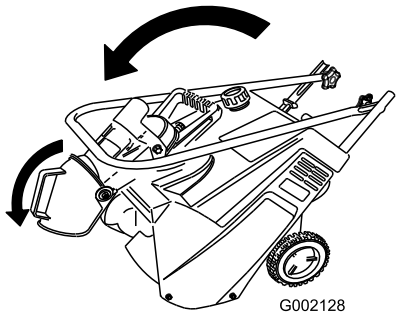

Figur 17
2. Fäll ned utkastaren och montera låsmuttern ordentligt på bulten på baksidan av utkastarhandtaget (Figur 17).